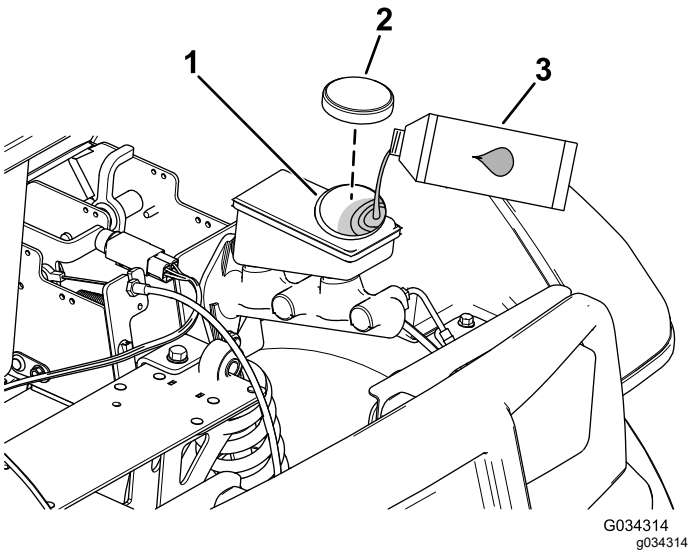

Figur 51
2. Løft motorhjelmen for at få adgang til hovedbremsecylinderen og beholderen (Figur 51).
A. Rengør området omkring beholderdækslet, og tag dækslet af (Figur 51).
C. Sæt beholderens dæksel på (Figur 51).